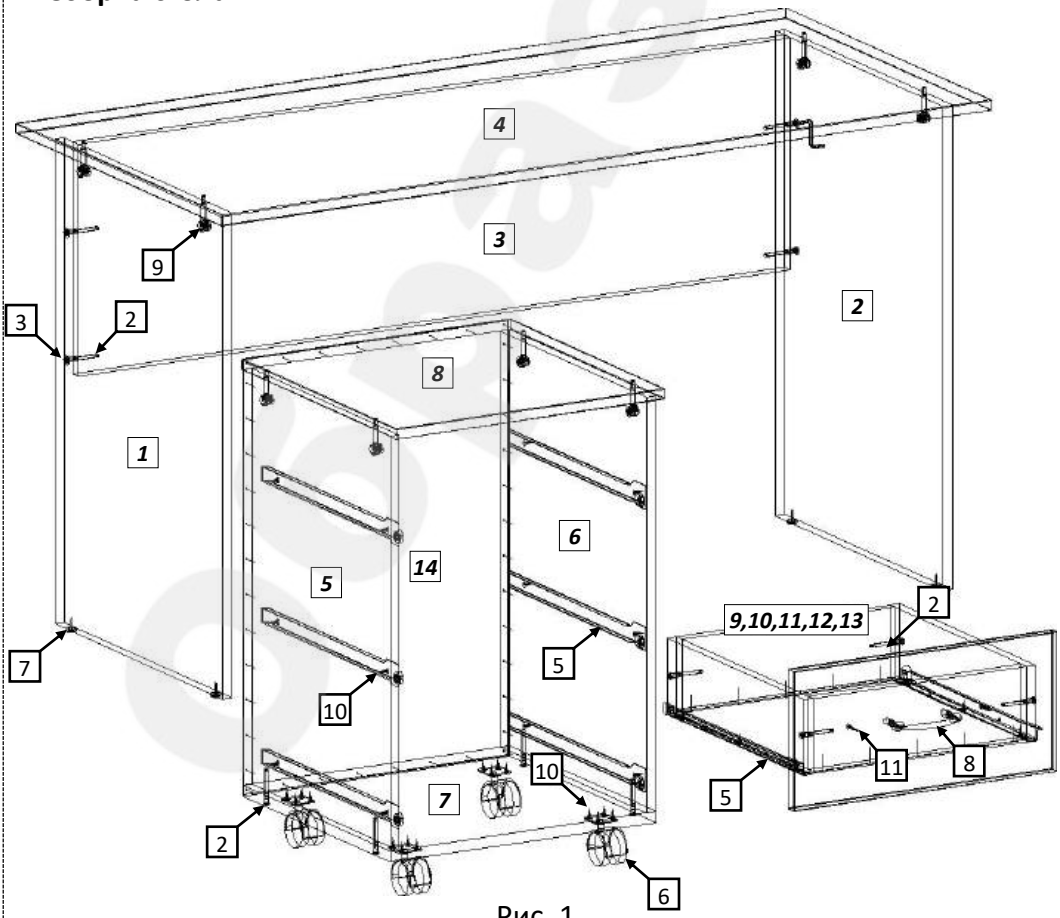

Рис. 1
4.3 Евровинтами (2), как показано на рис. 1, соедините вертик. стенки стола [1,2,3]. Установите крышку. Затяжка соединения производится путём поворота эксцентриков до упора в направлении стрелки, выштампованной на корпусе стяжки. На видимые головки евровинтов и эксцентриков установите заглушки.